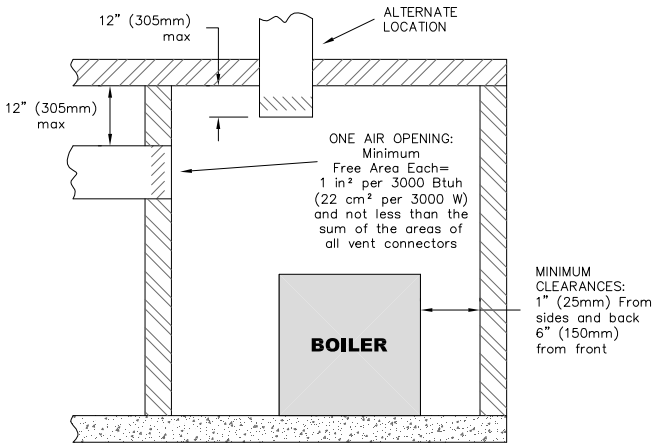

Figure 1.8: Air Openings – All Air from Outdoors through One Opening
b. *One Permanent Opening Method*: Provide one permanent opening beginning within 12 inches (305 mm) of the top of the space. The opening shall communicate directly with the outdoors, communicate through a vertical or horizontal duct, or communicate with a space that freely communicates with the outdoors. The opening shall have a minimum free area of 1 in^2 per 3000 Btu/hr of total rated input for all appliances in the space and not less than the sum of the cross-sectional areas of all vent connectors in the space. The gas-fired equipment shall have clearances of at least 1 inch (25 mm) from the sides and back and 6 inches (150 mm) from the front of the appliance. See Figure 1.8 for this arrangement.